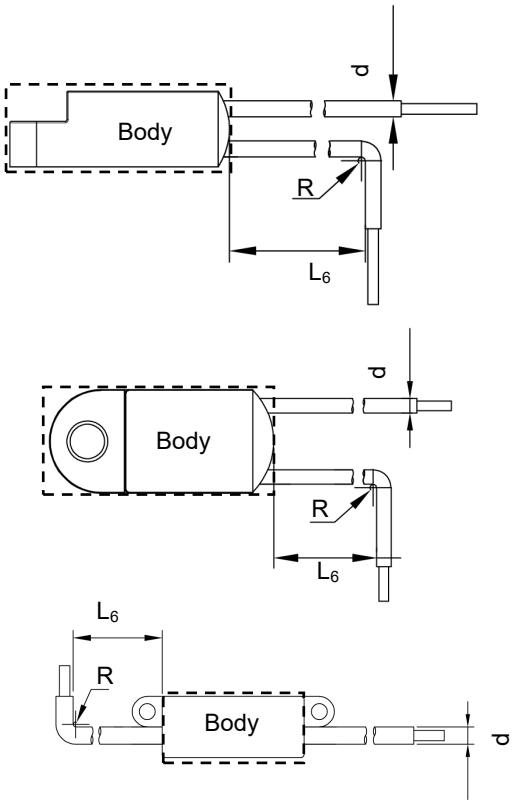

FIGURE T-2
2. When bending leads, please use pincher or similar tools to fix the product as shown in Fig.T-2、to avoid damaging the product.